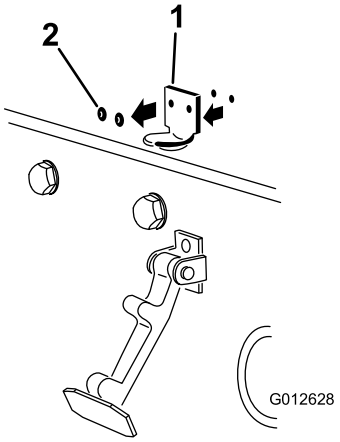

Figur 6
2. Ta bort de två nitarna som fäster motorhuvsspärrfästet på motorhuven (Figur 6). Ta bort motorhuvsspärrfästet från motorhuven.